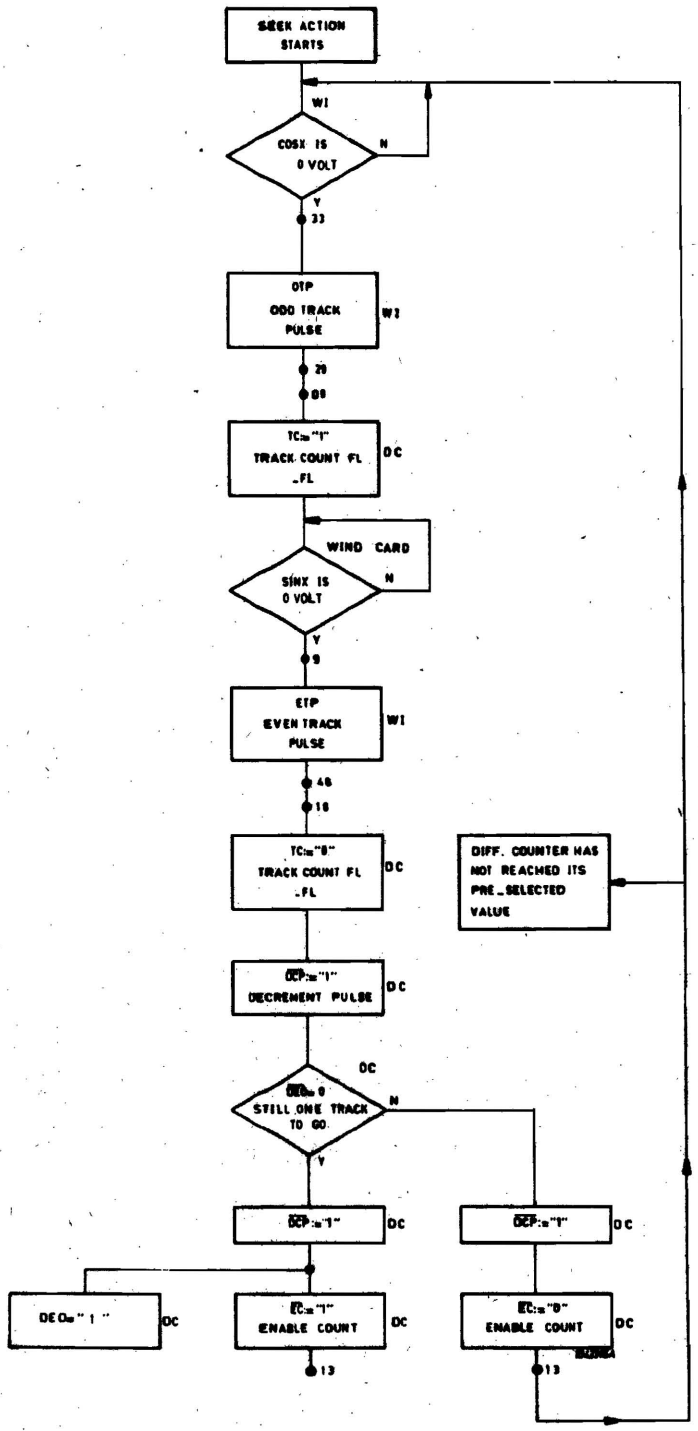

Figure 3-23 TRACK COUNT OPERATION
7.5 TRACK COUNT OPERATION (Figure 3-23)